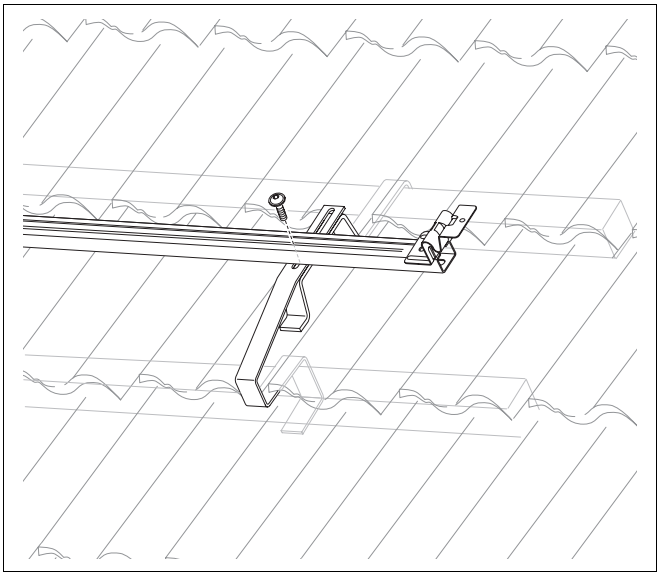

Afb. 23 Voorgemonteerde profielrails met dakhaken en bijkomende dakhaken vastschroeven
- Plaats de op de grond voorgemonteerde profielrails op de reeds gemonteerde dakhaken (afb. 23).